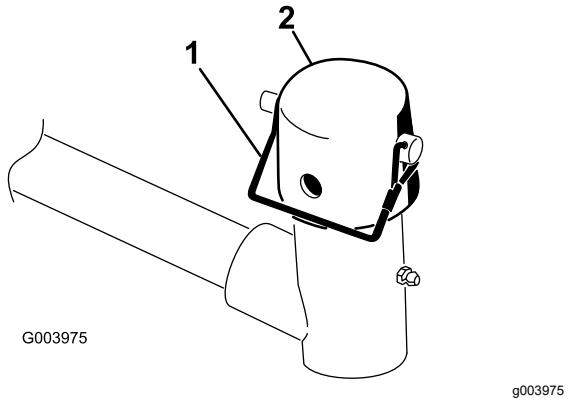

**Figur 6**
8. Demontera låsstiftet och locket på lyftarmens svängok (Figur 6).